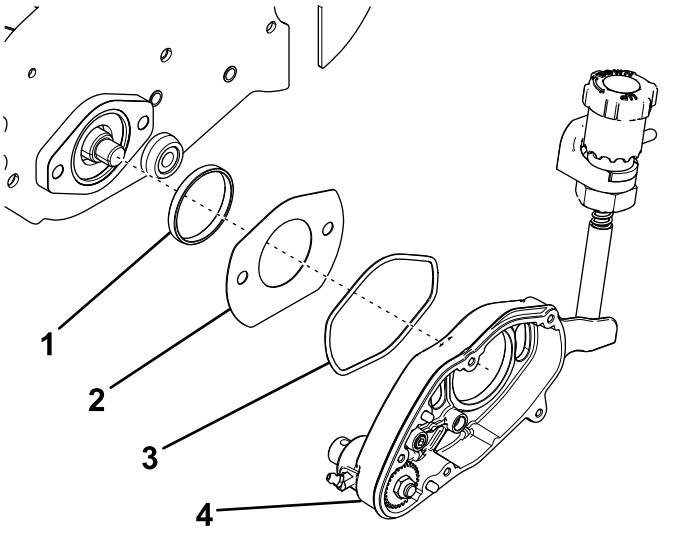

Figure 4
9. Déposez le carter du groomer (Figure 4).
10. Retirez et mettez au rebut le joint torique (Figure 4).
11. Déposez le cache-fente et la bague adaptatrice (Figure 4).